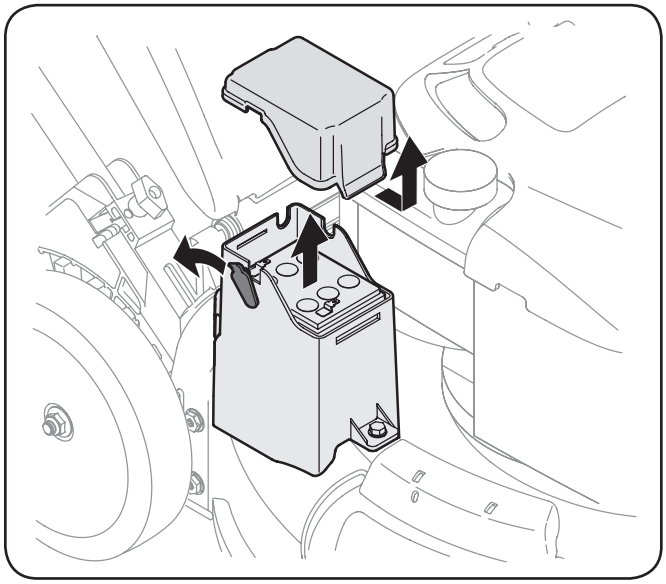

Figura 7-2
2. Retire los conductores positivo y negativo de la batería, y tire de la batería para extraerla. Vea Figura 7-2.